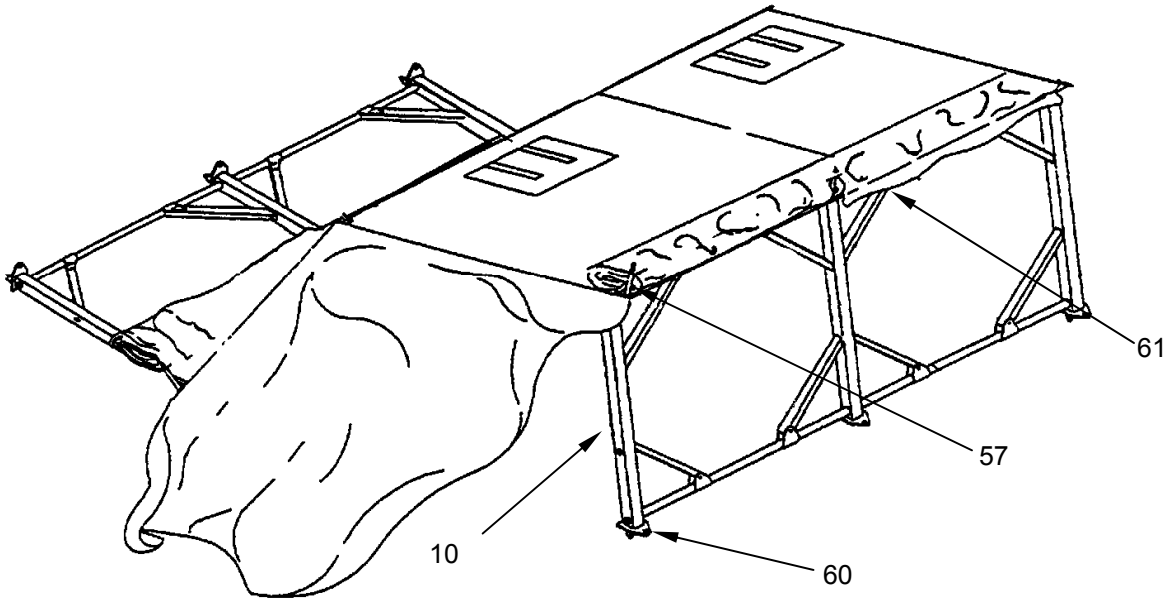

Figure 29. Raising the Frame to Partially-Erect Position.
7. Lift frame straight up to shoulder height; drag side arch assembly **(Figure 29, Item 10)** inward. Place weight of the frame on side arch assembly foot **(Figure 29, Item 60)**.
8. Align holes of eave gusset **(Figure 29, Item 57)** and side arch assembly **(Figure 29, Item 10)** and install quick release pin.
9. Identify purlin flap **(Figure 29, Item 61)** on interior of window/roof section.
10. Secure purlin flap **(Figure 29, Item 61)** to frame at eave purlin using hook and pile fasteners.